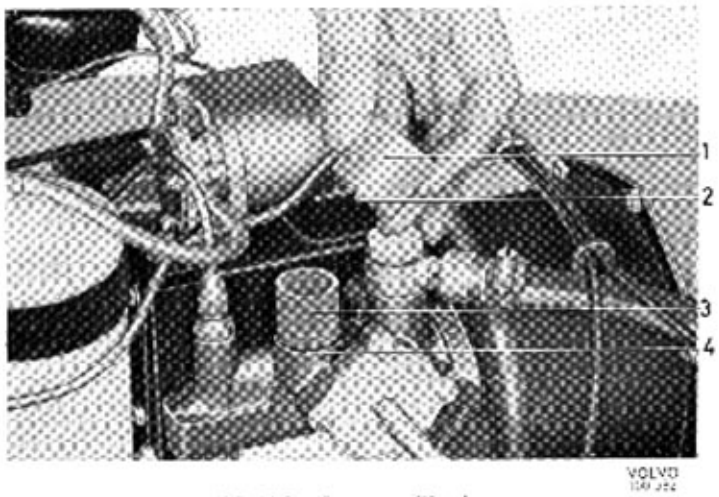

Bild 54-2. Byte av filterinsats
Insatsen är åtkomlig sedan dess kåpa tagits bort. Kåpan kan tas av när fästskruven (2 bild 54-2) skruvats ur. Vid byte rengörs kåpan, men insatsen skall alltid bytas ut mot en ny. Dra fästskruven med ett moment av 0,3—0,4 kpm (2—3 ftlb).
6. Sätt på ny packning och luftfilterinsats (bild 54-2) samt sätt på kåpan och dra skruven med ett moment av 0,3—0,4 kpm (2—3 ftlb).